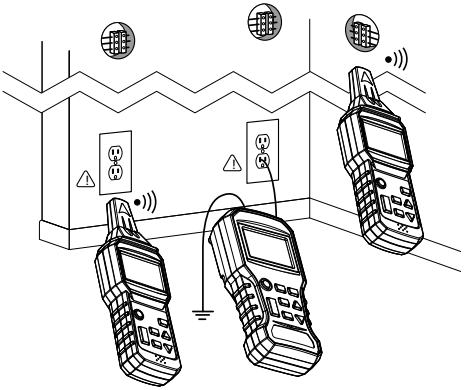

Figura 2 Localización y rastreo de líneas y tomacorrientes
3. Consulte la Figura 2 en la sección Ilustraciones de la aplicación para ver ejemplos.